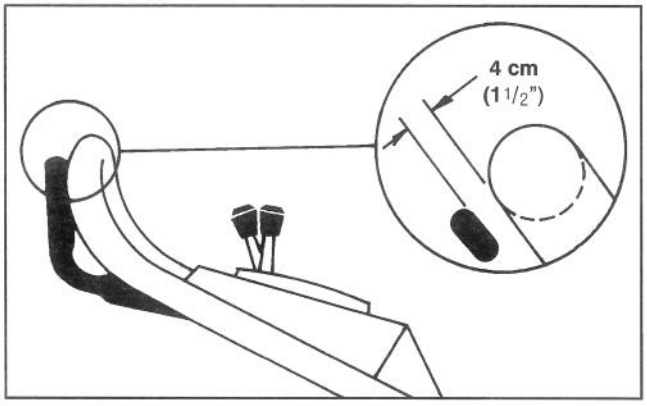

Figure 23
4. CHECK ADJUSTMENT—Adjustment is correct when control bar is about 4 cm (1 1/2 inches) from handle (Fig. 23) and wheels start to turn freely.